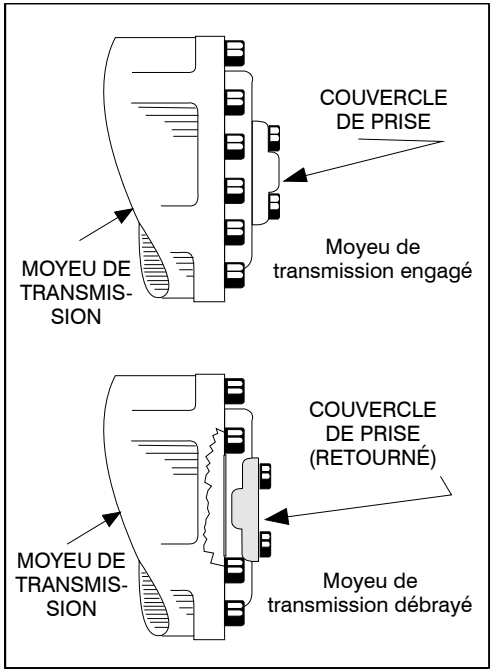

Figure 4-4. Moyeu de transmission engagé/débrayé
3. Débrayer les moyeux de transmission en retournant le couvercle de prise. Voir Figure 4-4., Moyeu de transmission engagé/débrayé.